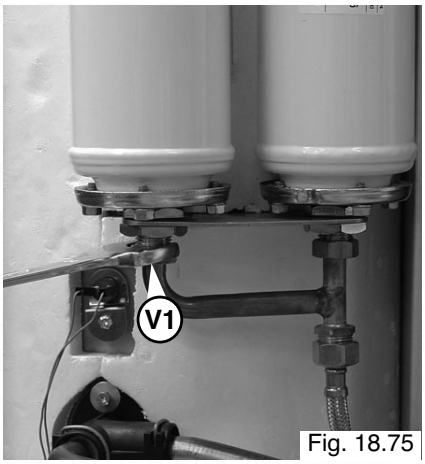

Fig. 18.75
2. Remove the nut "**V1**" with a No.24 spanner (see Fig. 18.75);